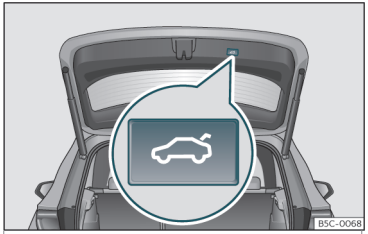

Fig. 82 Portellone posteriore: tasto per chiudere il portellone.
- Chiudere: afferrare una delle maniglie del rivestimento interno e chiuderlo tirandolo verso il basso, oppure premere il tasto presente sul portellone* ››› **fig. 82**.
- Premere brevemente il tasto situato nel portellone posteriore››› **fig. 82** ››› ⚠ **in Introduzione al tema a pag. 109**.
Durante le operazioni di chiusura e apertura del portellone posteriore sono udibili segnali acustici. Eccezione: quando il portellone viene aperto manualmente tramite la maniglia o la funzione Easy Open con il movimento del piede o viene chiuso tramite il tasto presente sulla maniglia stessa››› **fig. 82**.
• Premere il tasto ⇦ >>> **fig. 82** presente sul portellone per almeno 3 secondi.